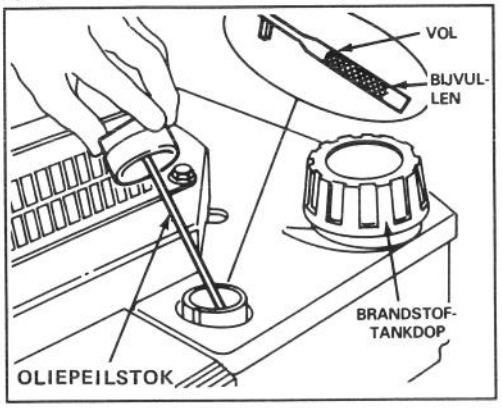

Afbeelding 4
3. Veeg de oliepeiler af en steek hem weer het vulgat. Draai de dop een kwartslag naar rechts. Verwijder daarna de oliepeiler en controleer het oliepeil (Afb. 4). Indien het peil te laag is, voeg voldoende olie toe tot de vullijn op de oliepeiler. VUL NIET BOVEN DE VULLIJN OMDAT DIT DE MOTOR BIJ HET STARTEN ZOU KUNNEN BESCHADIGEN.
1. Maak de dop van de brandstoftank schoon en verwijder dop van de tank (Afb. 4). Gebruik loodvrije benzine en vul de tank tot ongeveer 13 mm van de rand.